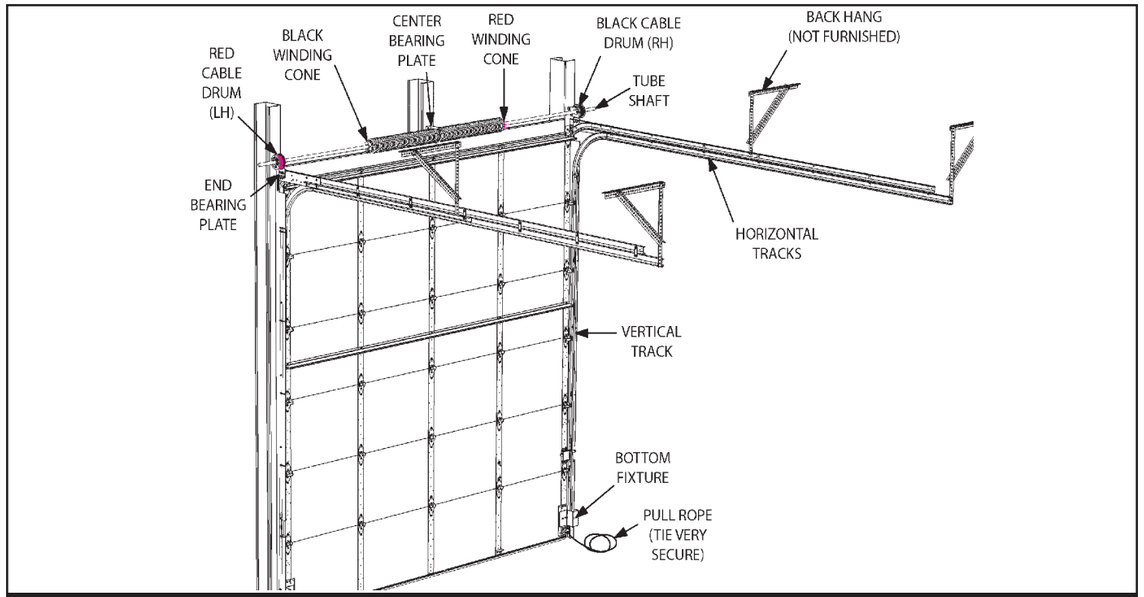
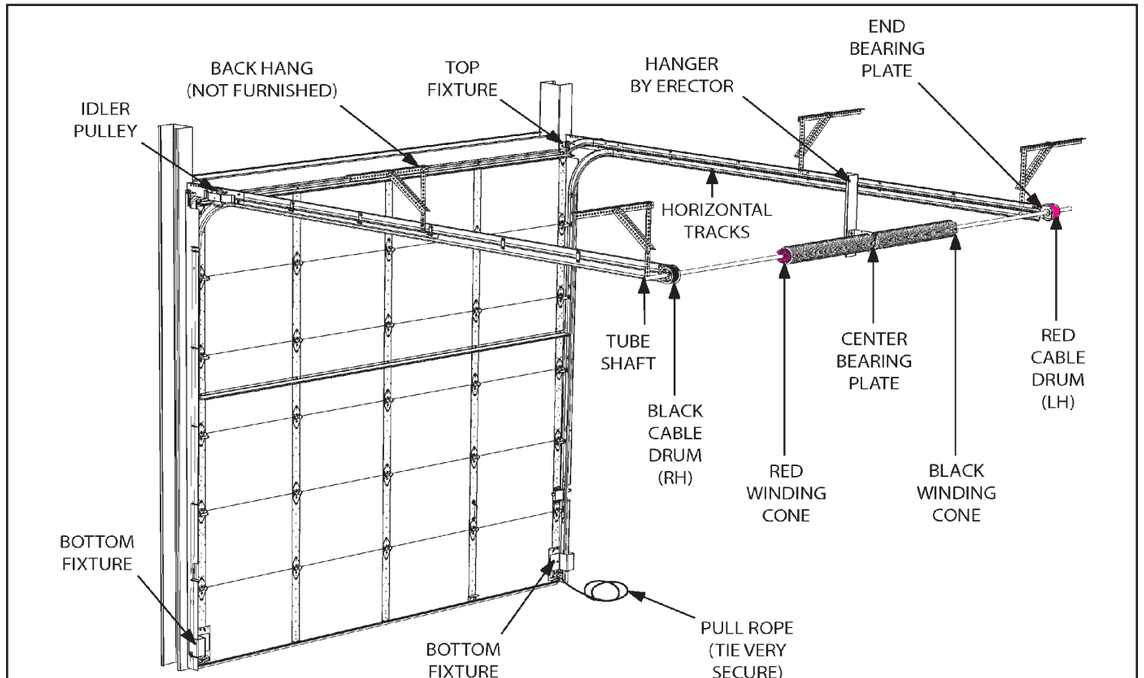

Figure 43
Figure 44
Figure 43 shows a Low Headroom Springs Front. Figure 44 shows a Low Headroom Springs Rear.
- **LOW HEADROOM SPRINGS FRONT:** (Fig. 43)
- **LOW HEADROOM SPRINGS REAR:** (Fig. 44)
TRACK, AND THE SET SCREWS WILL FACE AWAY FROM THE CENTER OF THE DOOR (Fig. 44).